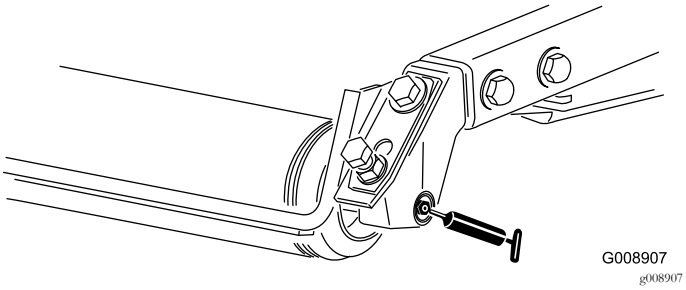

**Figura 38**
- Cuscinetti a rulli posteriori (2 per apparato di taglio)—Figura 38